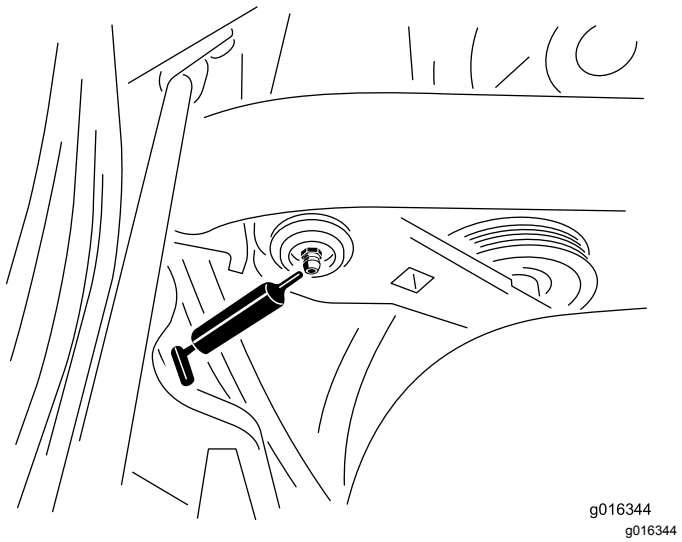

Figuur 44
1. Veeg de smeernippel schoon zodat er geen ongerechtigheden kunnen binnendringen in het lager of de lagerbus (Figuur 44).